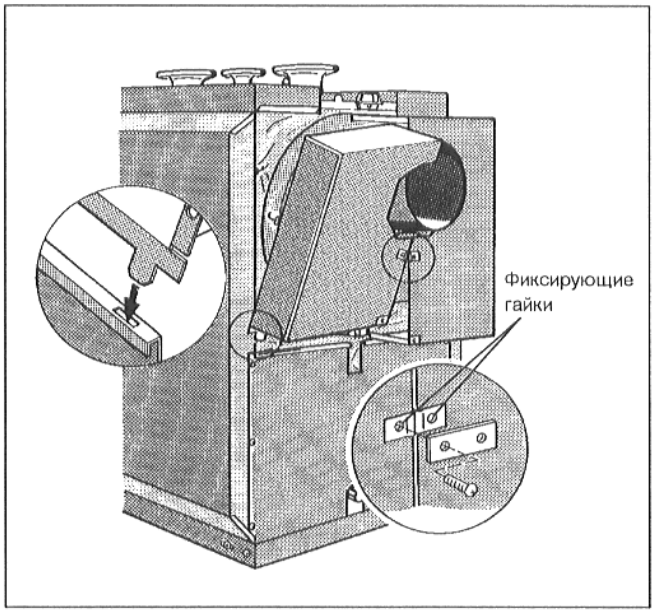

Рис. 17
- Вставить обе нижние петли верхних частей задней стенки в шлицы окантовки нижней части задней стенки (Рис. 17).
- Навесить оба верхних крюка в окантовку левой и правой части кожуха (Рис. 17).
- Плотно привинтить обе верхние части задней стенки, используя 2 соединительные петли и самонарезные винты (Рис. 17).